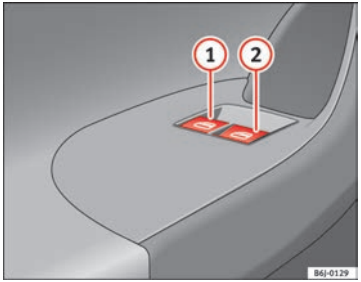

Fig. 50 Detail of the driver door: controls for the front windows.
Buttons ⇒ fig. 50 (1) and (2) have two positions for opening the windows and two for closing them. This makes it easier to open and close windows to the desired position.